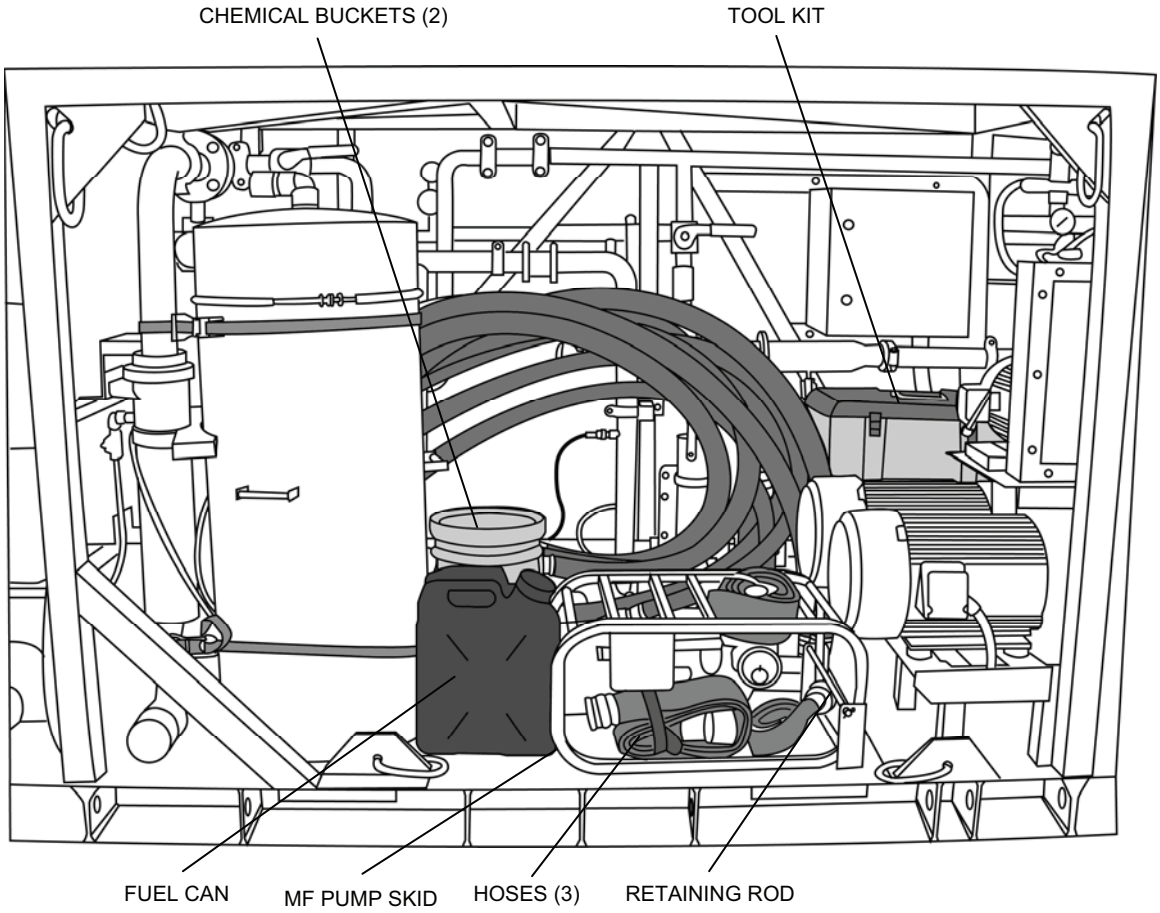

Figure 8. Equipment Area Off-Load 1.
5. Remove the following items (Figure 8):
- Discharge hoses (3), packed inside the MF pump skid